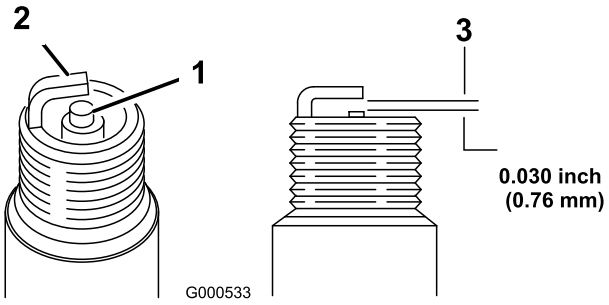

Figure 37
1. Look at the center of the spark plug (Figure 37). If you see light brown or gray on the insulator, the engine is operating properly. A black coating on the insulator usually means the air cleaner is dirty.
2. Check the gap between the center and side electrodes (Figure 37). Bend the side electrode (Figure 37) if the gap is not correct.